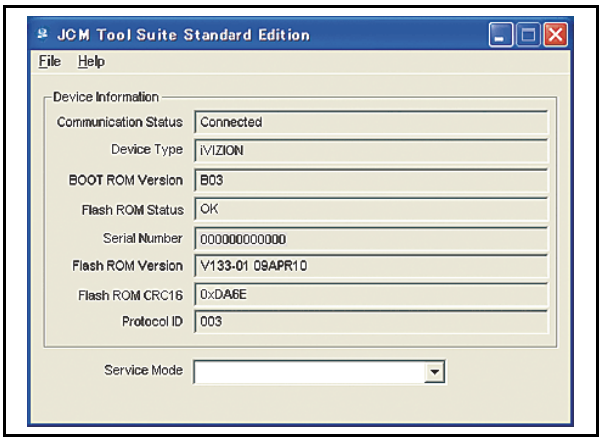

Figure 6-17 JCM Tool Suite Standard Edition Scree
5. Launch the "**JCM Tool Suite Standard Edition**" Application. The Screen shown in Figure 6-17 will appear when the application becomes activate.